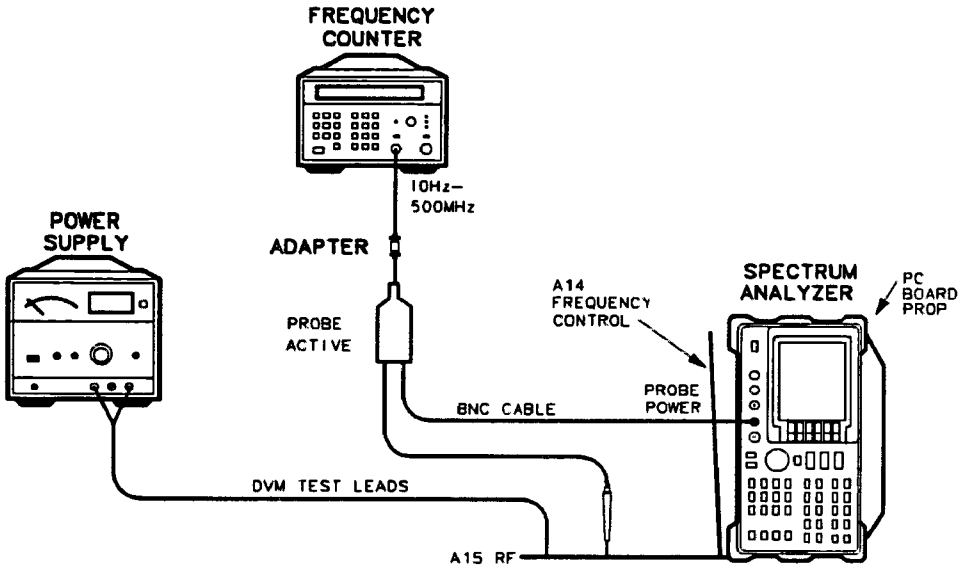

Figure 2-7. Coarse-Tune Adjustment Setup
23. Set the HP 8562A/B (LINE) switch OFF and remove the top shield over the sampling oscillator. Connect the equipment as shown in Figure 2-7.